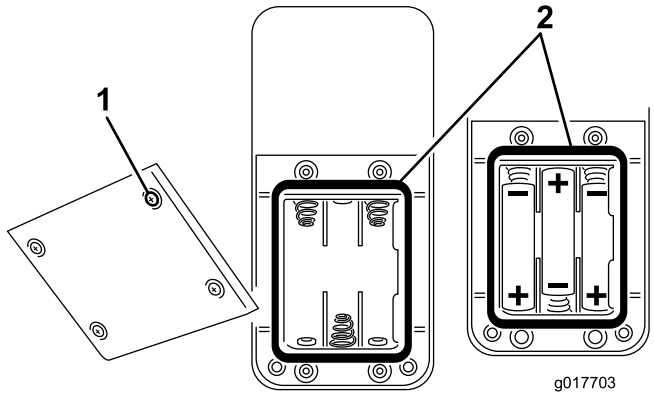

**Figur 31**
2. Hvis batterierne monteres i et tomt batterirum, skal der monteres tre nye AAA-batterier. Sørg for, at batterierne er placeret som vist i Figur 31.
monteres. Sørg for, at batterierne er placeret som vist i Figur 31.